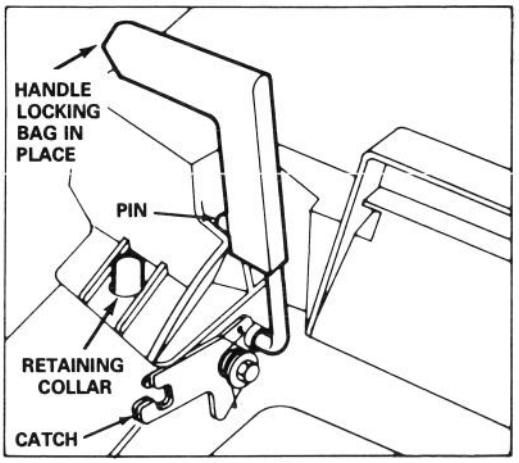

Figure 8
4. Pull chute door handle forward until pin clears catch and move handle rearward until pin locks in bag notch (Fig. 8). Chute door in mower housing is now open. It may be necessary to push down on top right of bag door to release handle locking pin from catch.